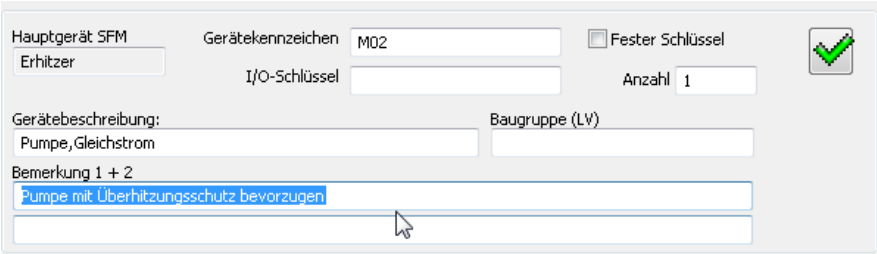

Bild 33.1 – Bemerkungsfelder eines Einzelgeräts bearbeiten
- öffnen Sie dieses per Doppelklick und editieren die Felder *Bemerkung 1+2* (Abb. 33.1).